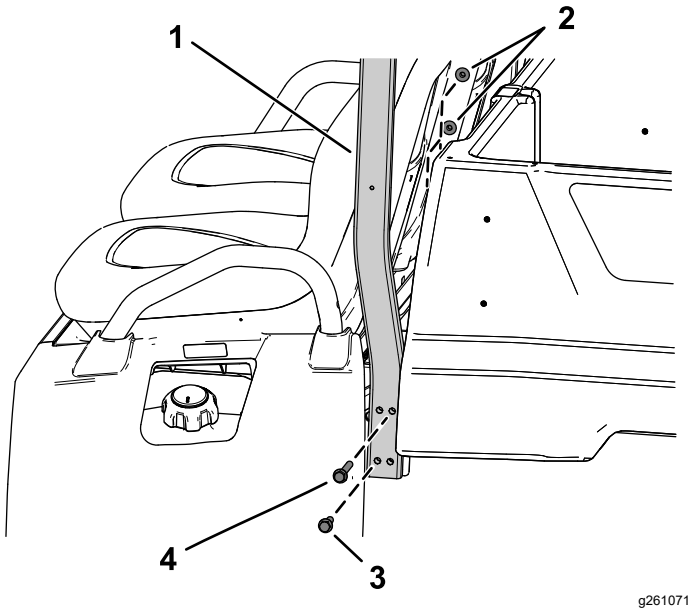

Rysunek 12
1. Luźno zamontuj 2 tylne rury montażowe wykorzystując 2 śruby z łbem kołnierzowym (⅜ x 3-½ cala), 2 śruby z łbem kołnierzowym (⅜ x 1-¾ cala) i 4 przeciwnakrętki (⅜ cala) w sposób przedstawiony na Rysunek 12.